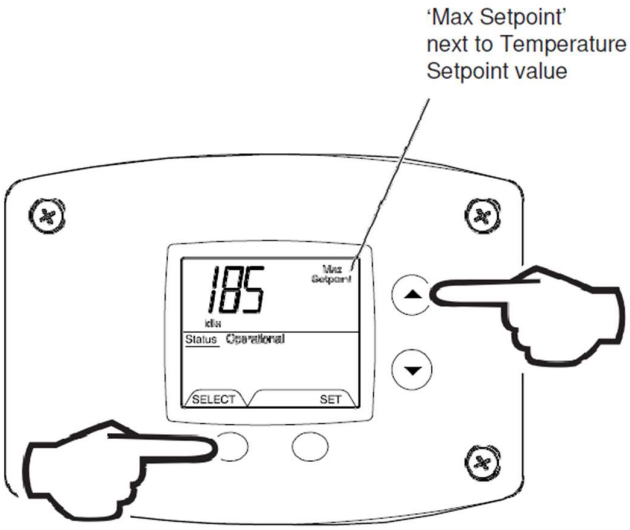

Fig. 33
1. Press ‘Select’ and ‘Temperature Up’ buttons together and hold for 3 seconds until ‘Max Setpoint’ is shown in the display (Fig. 33).